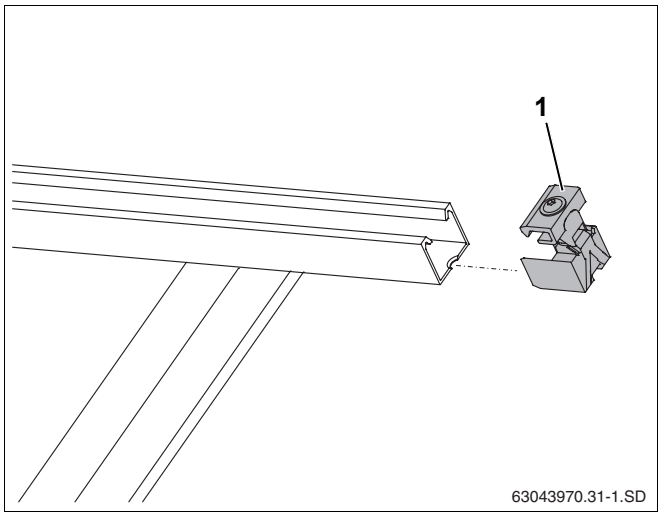

Rys. 45 Wsunięcie pojedynczej zapinki kolektora
- Wsunąć zapinki pojedyncze (rys. 45, **poz. 1**) w szyny profilowane z prawej strony pola kolektorów, muszą one wskoczyć w pierwszy otwór podłużny szyny profilowanej.